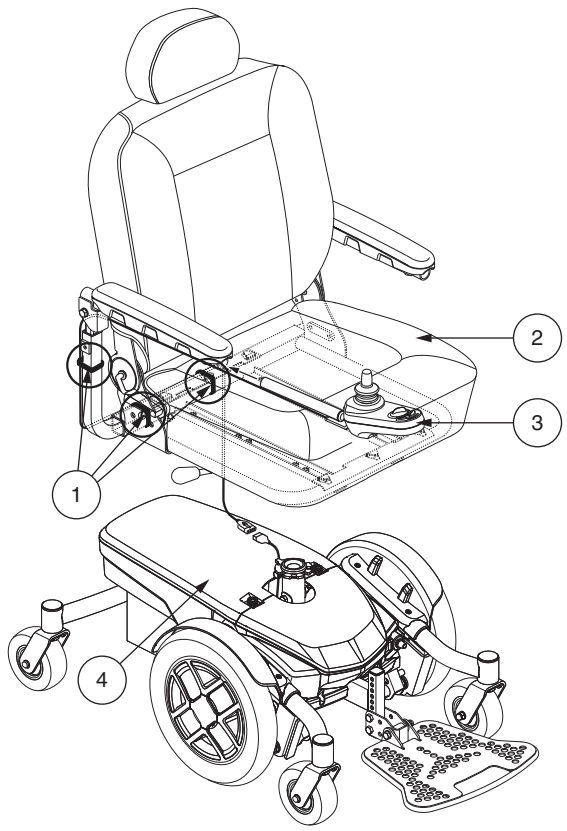

Figure 7. Seat and Controller Assembly
1. Slide the seat down onto the power base. **See figure 7.**
3. Lift the armrest straight up, then route the controller harness and secure with wire ties as shown in **figure 7.**
9. Route the controller harness along the seat frame and secure with wire ties. **See figure 7.**